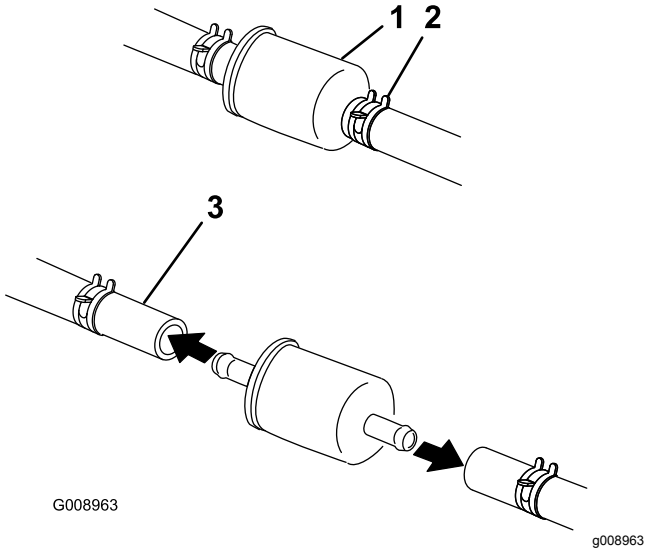

Figur 50
5. Lukk drivstoffavstengingsventilen under setet (Figur 50).
6. Klem sammen endene på slangeklemmene, og skyv dem bort fra filteret (Figur 50).
8. Monter et nytt filter, og skyv slangeklemmene nær opptil filteret (Figur 50).